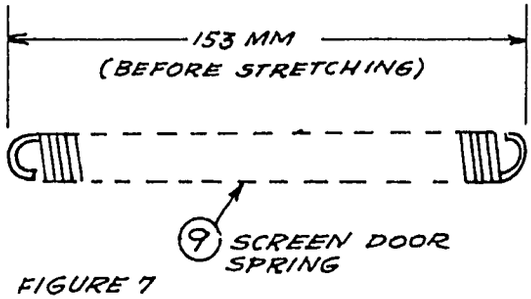

FIGURE 7
9. Screen door spring, cut into coils as shown, 14cm (5 1/2") long with the end loops bent out to form eyes. Two are needed. See Figure 7.